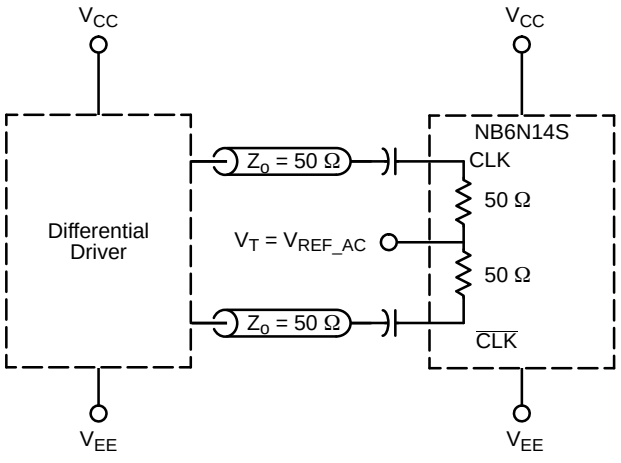

Figure 14. Capacitor−Coupled Differential Interface (V_T Connected to V_{REF_AC})
DIFFERENTIAL INPUTS DRIVEN SINGLE−ENDED (Figures 14, 15, 19, and 21)
11. V_{REF_AC} used to rebias capacitor−coupled inputs only (see Figures 14 and 15).